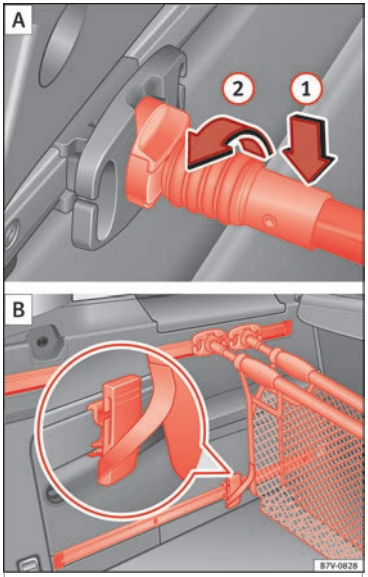

Bild 170 Haka fast bagagenätet A och använd det som påse B.
Sätt fastsättningsstången på bagagenätets fäste ››› **bild 170** (1) och vrid 90° åt vänster (2). Den röda markeringen på fastsättningsstången får inte synas ››› ⚠.
- Haka i bagagenätets rem nedtill i ett av de skjutbara fästena ››› **bild 170 B**.